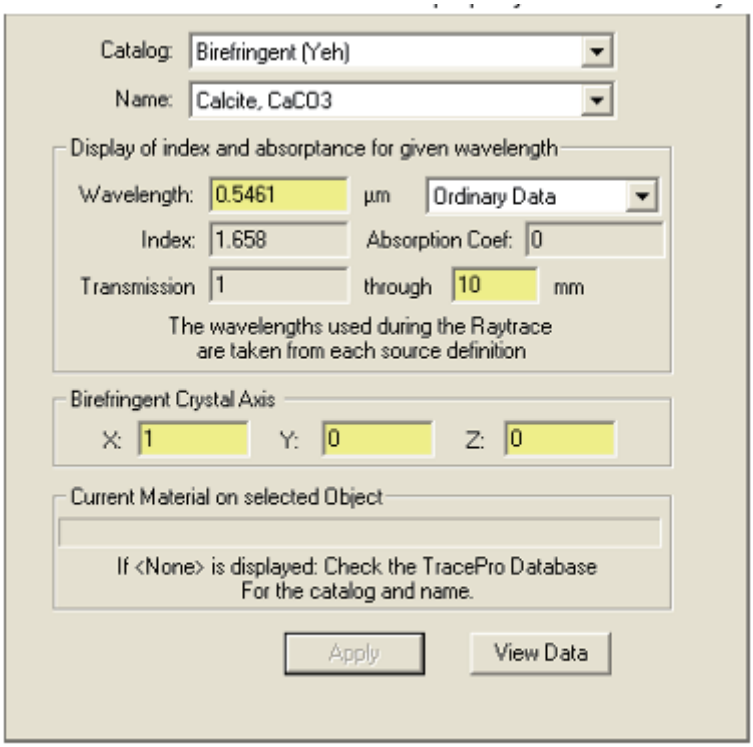

FIGURE 4.2 - Material data for a Birefringent material
4. 複屈折プロパティの場合、結晶軸も入力する必要があります。「複屈折結晶軸」ボックスに、結晶軸に平行なベクトルを入力します。オブジェクトが移動および回転されると、結晶軸の向きはオブジェクトに対して相対的に維持されます。図 4.2 を参照してください。